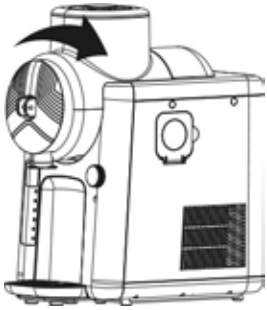

Afb. 3
10. Schuif nu de mengkom op de mixer en vergrendel ze door ze rechtsom te draaien (afb. 3).